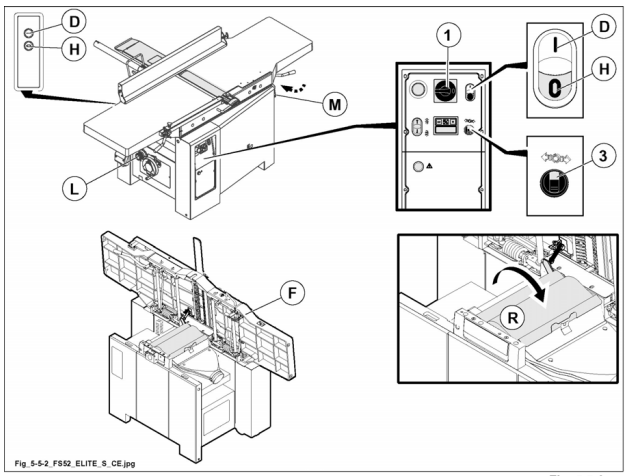

Fig. 5.5-2
- Verificare la perfetta apertura dei piani a filo (F fig. 5.5-2).
- Verificare la chiusura della protezione a ribaltina (R fig. 5.5-2).
- Ruotare su I (ON) l'interruttore generale lucchettabile (1 fig. 5.5-2).
- Premere il pulsante (D fig. 5.5-2) per avviare il gruppo operatore.
- Selezionare la velocità di traino con la leva (L fig. 5.5-2).
1) Premere il pulsante (H fig. 5.5-2).
2) Ruotare su "0" (OFF) l'interruttore generale lucchettabile (1 fig. 5.5-2).
è vietato arrestare il motore ruotando il selettore (3 fig. 5.5-2) sul simbolo ; freno motore sbloccato lampada spia accesa.